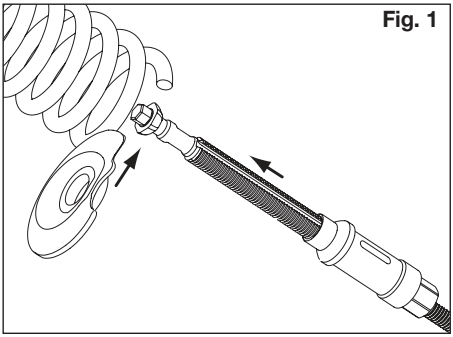

Fig. 1
③ Struttura e funzionamento
- Inserire lateralmente ⑤ nella molla la piastra di compressione inferiore **Fig. 1**.